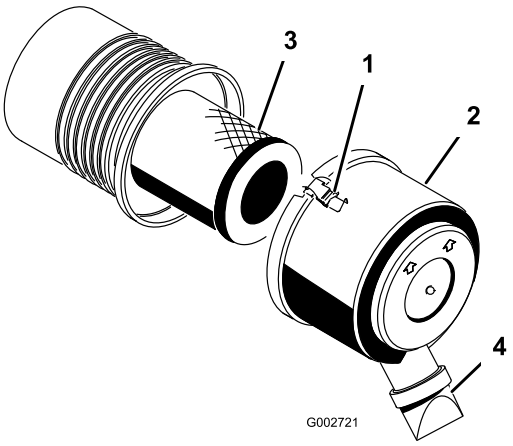

Figur 27
1. Åbn låsene, der fastgør luftfilterdækslet til luftfilterhuset (Figur 27).